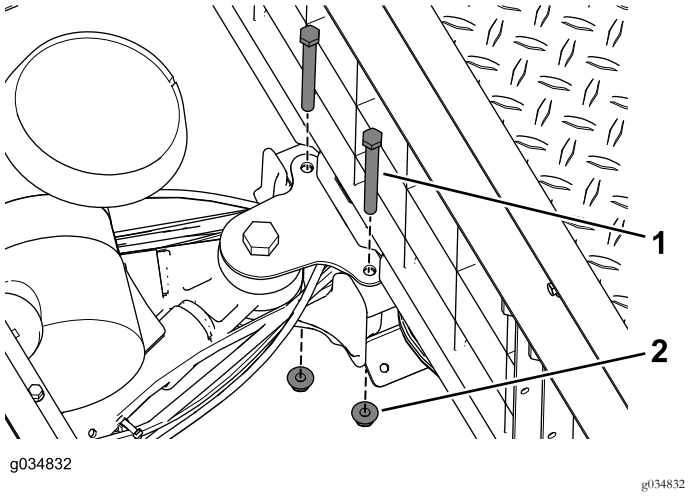

Figura 19
6. Remova os parafusos e as porcas flangeadas que fixam a montagem do braço oscilante ao canal central (Figura 19).